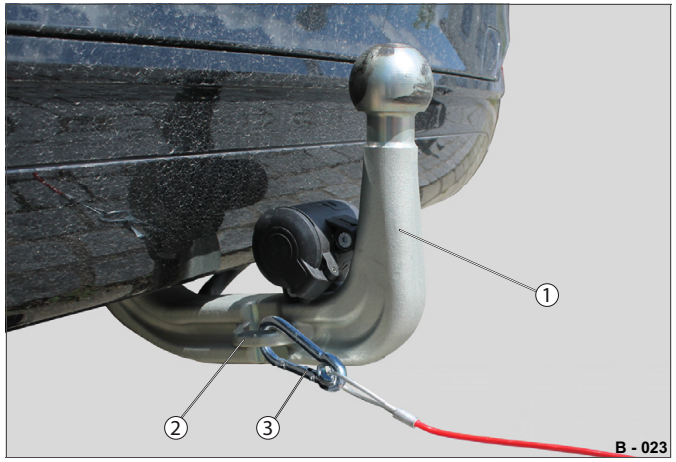

Abb. 22 Příklad: Odtrhové lanko s karabinkou upevněné
- ▶ Zahákněte karabinku (Abb. 22/3) do oka (Abb. 22/2).